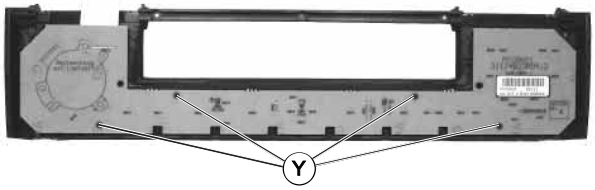

Fig. 10
– 4 Schrauben (Y) (Fig. 10) herausdrehen und Bedieneinheit (PCUGN...) aus der Frontklappe nehmen.
– Undo 4 screw (Y) (Fig. 10) and remove the Keyboard Control Unit (PCUGN...) from the front flap.